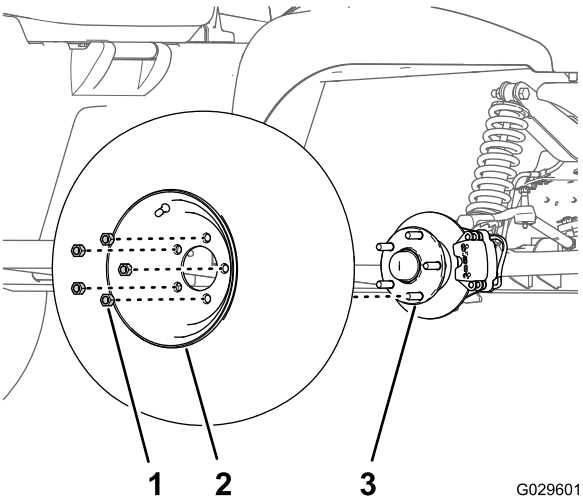

Figuur 30
2. Verwijder de 5 wielmoeren waarmee het wiel aan de naaf bevestigd is (Figuur 30).
4. Lijn de gaten in het wiel uit met de bouten van de naaf en monteer het wiel op de naaf met het ventiel naar buiten gericht (Figuur 30).
5. Bevestig het wiel aan de naaf met de wielmoeren (Figuur 30) en draai de moeren vast met een torsie van 108 tot 122 N·m.